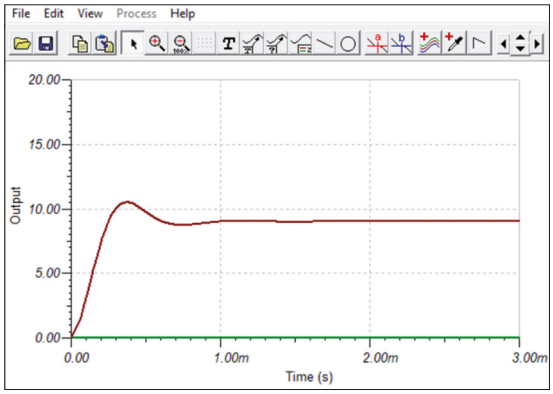

Figure 2.37 Voltage over the capacitor.
- Click **OK** to draw the output waveform. This is shown in Figure 2.37.